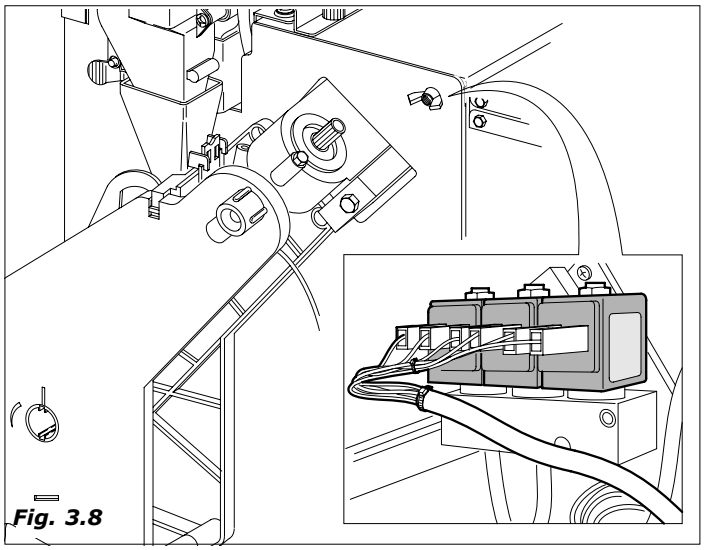
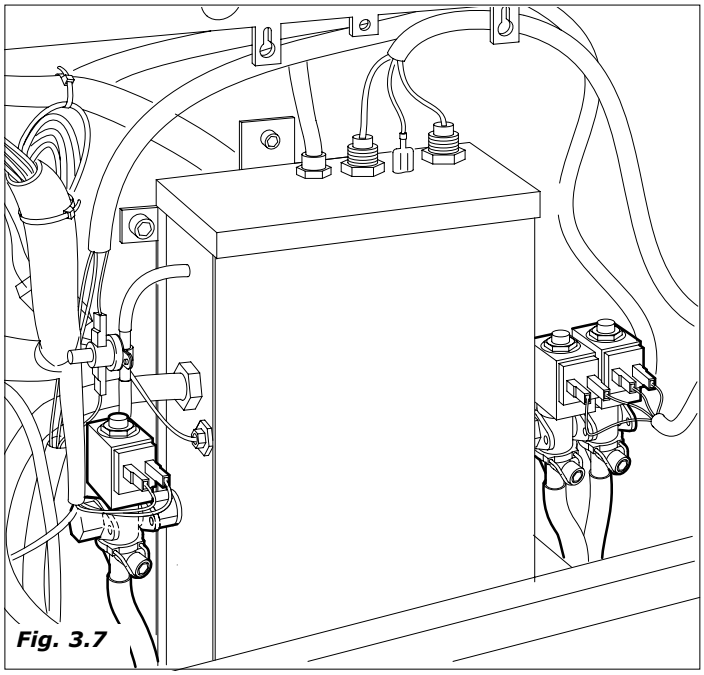

Fig. 3.8
Fig. 3.7
- A eletroválvula fixada sobre a caldeira solúveis *(Fig.3.7)* ou sobre a caldeira caffè *(Fig.3.8)* vem ativada para imeter no batedor a quantidade de água programada.